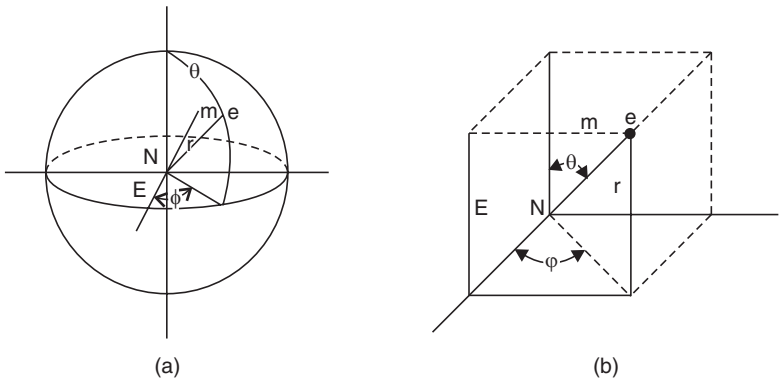

Fig. 1.3
where r, θ and φ are the polar co-ordinates of the electron with respect to the nucleus (N) as origin [see Fig. 1.3 (*a*) and (*b*)].